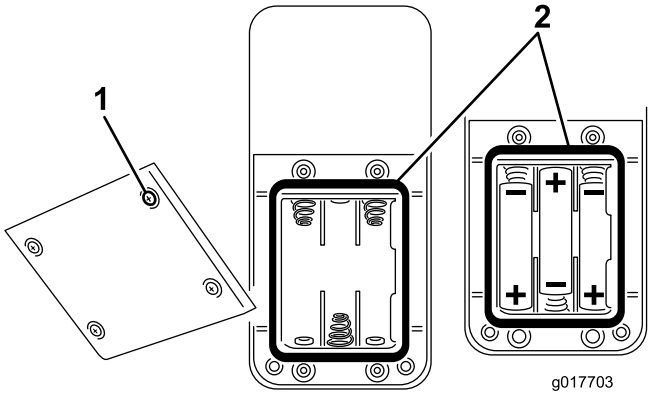

Figuur 34
2. Als u batterijen in een leeg batterijvak plaatst, breng dan drie nieuwe AAA-batterijen aan. Plaats de batterijen zoals wordt getoond in Figuur 34.
3. Als u lege batterijen vervangt, verwijder dan de oude batterijen en plaats drie nieuwe AAA-batterijen. Plaats de batterijen zoals wordt getoond in Figuur 34.